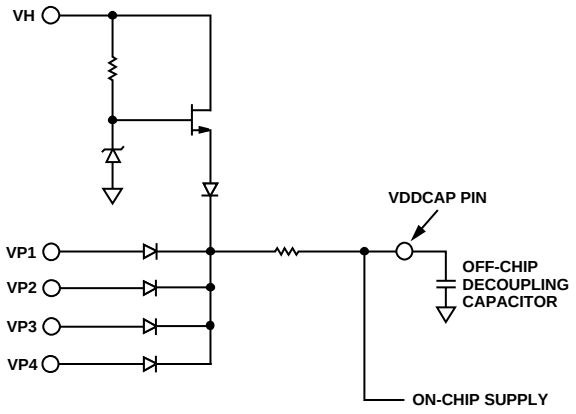

Figure 17. V_{DD} Arbitrator Operation
The ADM1060 is powered from the highest voltage input on either the Positive Only supply inputs (VPn) or the High Voltage supply input (VH). The same pins are used for supply fault detection (discussed below). A V_{DD} arbitrator on the device chooses which supply to use. The arbitrator can be considered as diode OR'ing the positive supplies together (as shown in Figure 17).The diodes are supplemented with switches in a synchronous rectifier manner to minimize voltage loss. This loss can be reduced to ~0.2 V, resulting in the ability to power the ADM1060 from a supply as low as 3.0 V. Note that the supply on the VBn pins cannot be used to power the device, even if the input on these pins is positive. Also, the minimum supply of 3.0 V must appear on one of the VPn pins in order to correctly power up the ADM1060. A supply of no less than 4.5 V can be used on VH. This is because there is no synchronous rectifier circuit on the VH pin, resulting in a voltage drop of ~1.5 V across the diode of the V_{DD} arbitrator.
An external capacitor to GND is required to decouple the on-chip supply from noise. This capacitor should be connected to the VDDCAP pin, as shown in Figure 17. The capacitor has another use during "brown outs" (momentary loss of power). Under these conditions, where the input supply, VPn, dips transiently below V_{DD}, the synchronous rectifier switch immediately turns off so that it does not pull V_{DD} down. The V_{DD} capacitor can then act as a reservoir to keep the chip active until the next highest supply takes over the powering of the device. A 1 µF capacitor is recommended for this function. A minimum capacitor value of 0.1 µF is required.